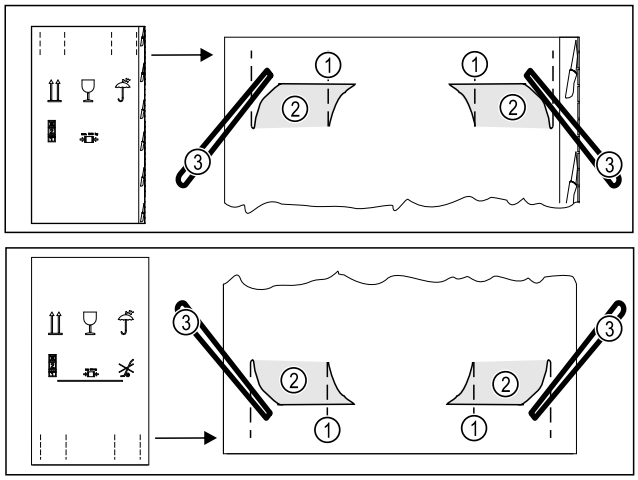

Fig. 5
- ▶ Press in the packaging carton at the top and bottom of the perforation *Fig. 5 (1)*.
- ▶ Pull out the pressed-in flaps *Fig. 5 (2)*.
- ▷ The carrying straps *Fig. 5 (3)* are visible.
- ▶ Pull out all four carrying straps *Fig. 5 (3)*.
- ▶ Hold the appliance by all four carrying straps *Fig. 5 (3)*.